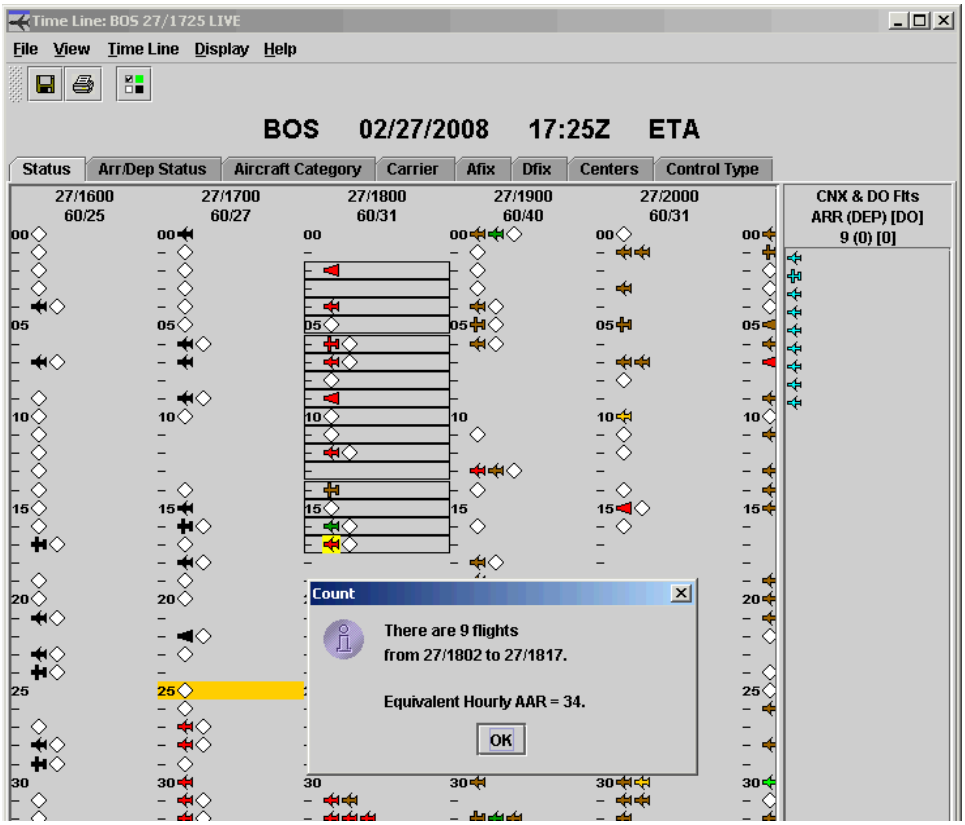

Figure 6 - 17 : Flight Count List
2. Press **Shift** as you select the last flight icon. This creates a flight list in the selected area that is colored according to a “Color By” criterion (see Figure 6 - 18).